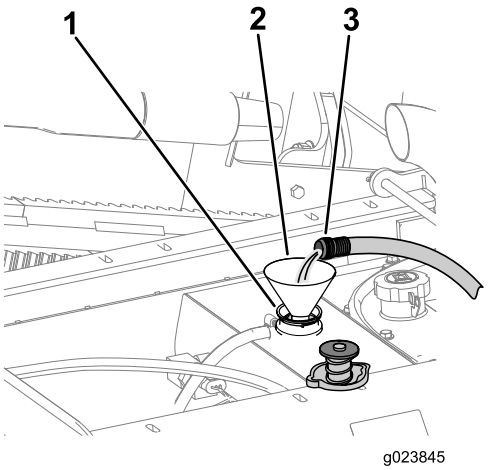

Figure 143
B. Fill the radiator with clean water (Figure 143).